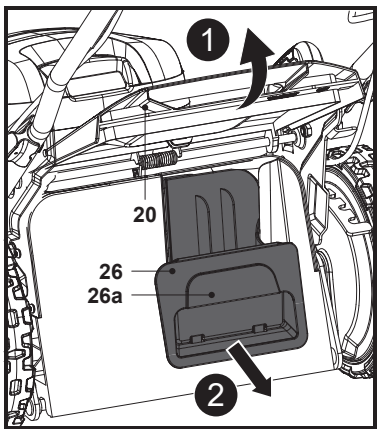

Fig. 13
2. Segure a pega com reentrância (26a) e puxe o encaixe do triturador (26) para fora da conduta de descarga traseira (23) e, em seguida, retire o encaixe do triturador (26) (Fig. 13).